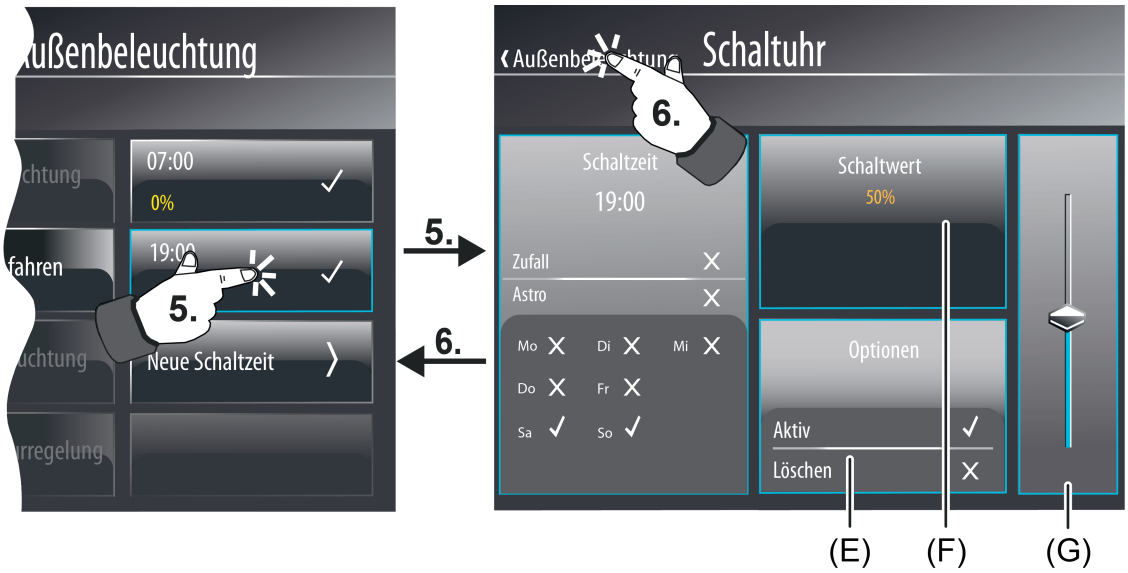

Bild 88: Beispiel einer Konfigurationsseite für Schaltzeiten (rechts) - Datentyp Schaltuhrkanal "1 Byte Wert"
Bei den Datentypen "Wert" (Bild 88) ist der Anzeigebereich hingegen nur mit einem Statuswert (F) ausgeprägt. Wenn dieser Anzeigebereich lang gedrück wird (ca. 1 Sekunde), blendet das Gerät eine Displaytastatur ein. Mit Hilfe dieser Tastatur kann unmittelbar ein neuer Schaltwert vorgegeben werden. Alternativ können neue Schaltwerte durch den Wertslider im Bedienbereich (G) vorgegeben werden.